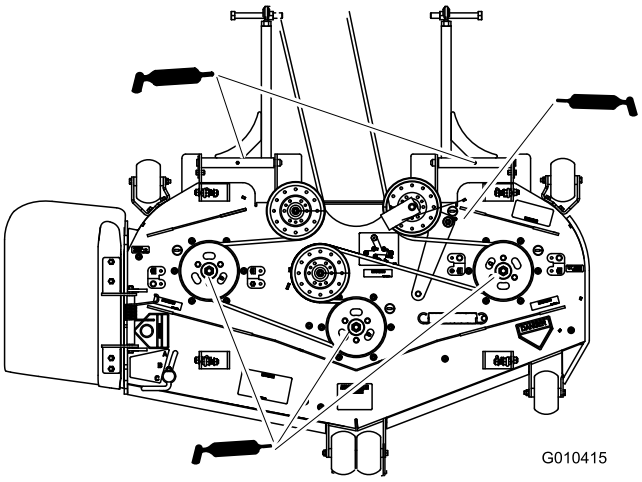

Figur 40
6. Smörj de tre spindellagren tills smörjfett tränger ut ur de nedre tätningarna (Figur 40).
7. Smörj mellandrevsarmen på klippdäcket (Figur 40).
8. Smörj nipplarna på skjutarmarna (Figur 40).